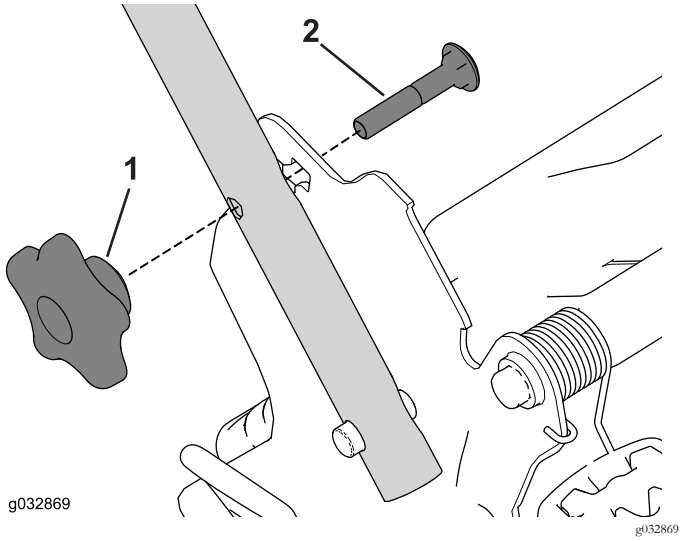

Bild 29
1. Entfernen Sie die 2 Griffhandräder sowie die 2 Schlossschrauben von den Handgriffhalterungen (Bild 29) und heben Sie sie auf.